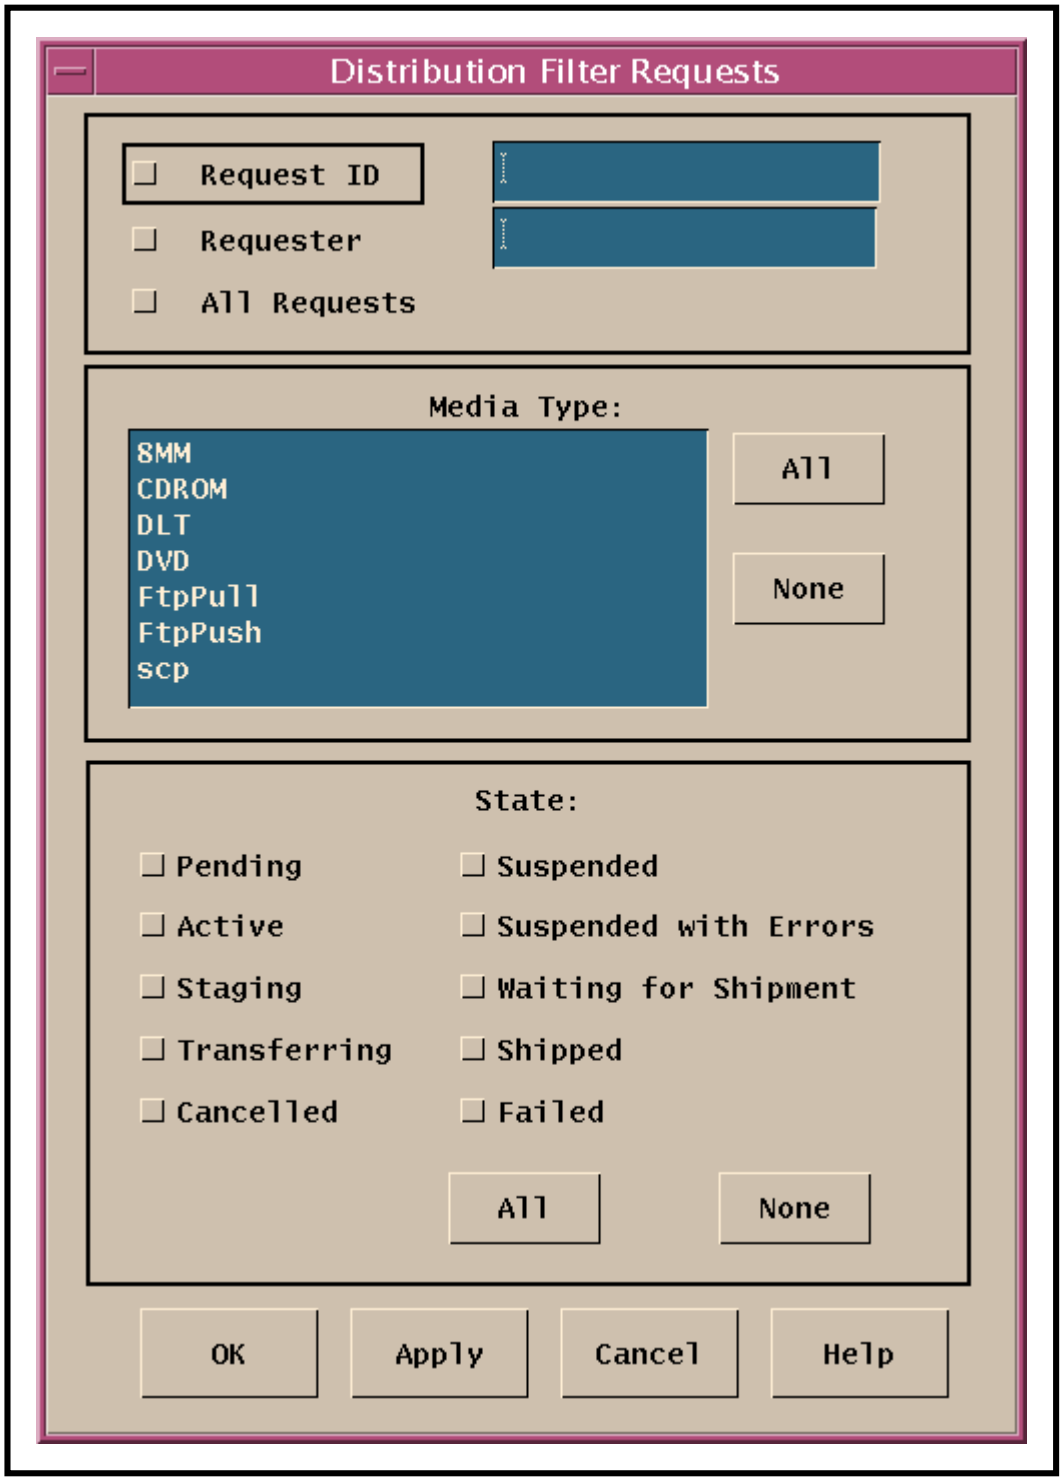

Figure 13. Distribution Filter Requests Dialogue Box
- The **Distribution Filter Requests** dialogue box (Figure 13) is displayed.